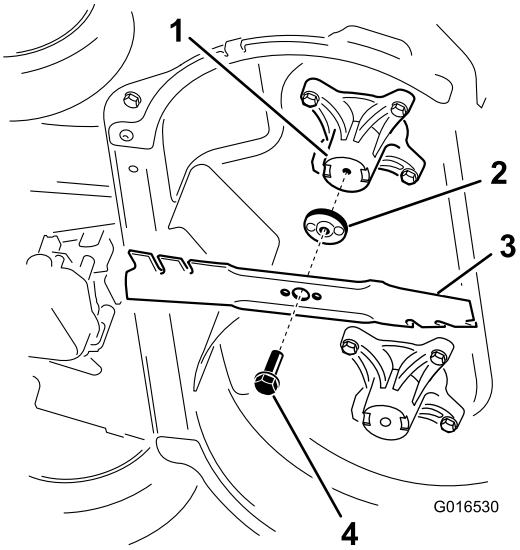

Figura 37
2. Retire cada cuchilla, según se muestra en Figura 37.
1. Instale la primera cuchilla en posición horizontal, junto con todos los herrajes de montaje, según se muestra en Figura 37.